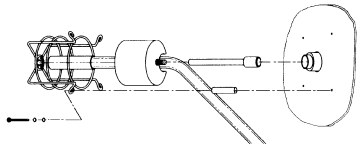

Figure 1-1 Float Cage Installation
2. Turn the center section over and install the float and float cage. Install the shaft on the "diving-bell" float in the hole in the distributor shaft. Attach the float cage to the center section with the four screws and 1-inch spacers provided with the float cage kit (Figure 1-1).